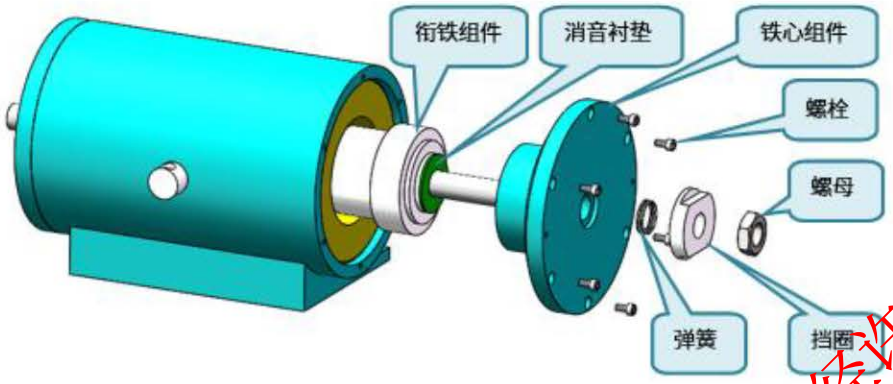

图 D-9
2) 用 5mm 内六角扳手松开螺栓，见图 D-9；
3) 将铁心组件、衔铁组件和消音衬垫拆下，见图 D-9。